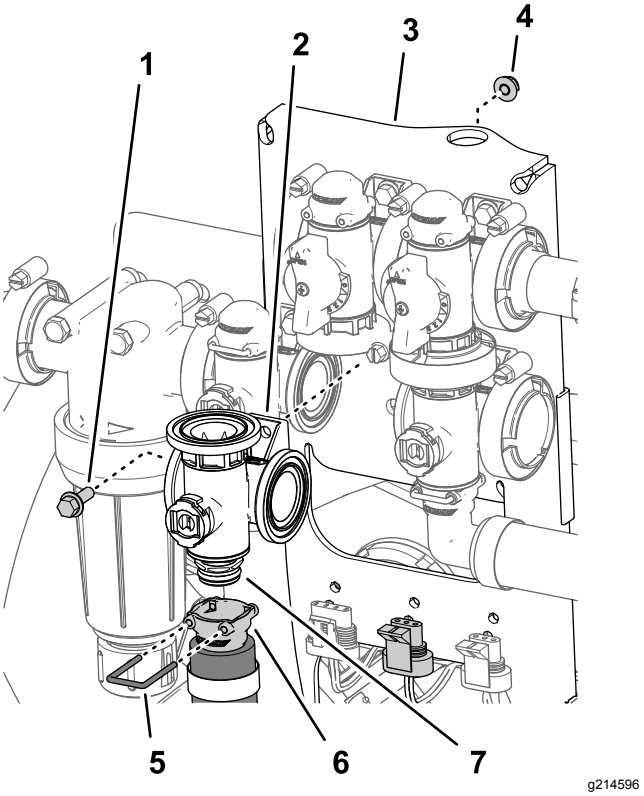

Figur 116
2. Fjern holderen som fester hurtigkoblingsnippelen til manifoldhurtigkoblingen for risteventilen (Figur 116).
3. Fjern flenshodebolten (¼ x ¾ tomme) og flenslåsemutteren (¼ tomme) som fester risteventilen til ventilfestet, og fjern ventilmanifolden fra maskinen (Figur 116).